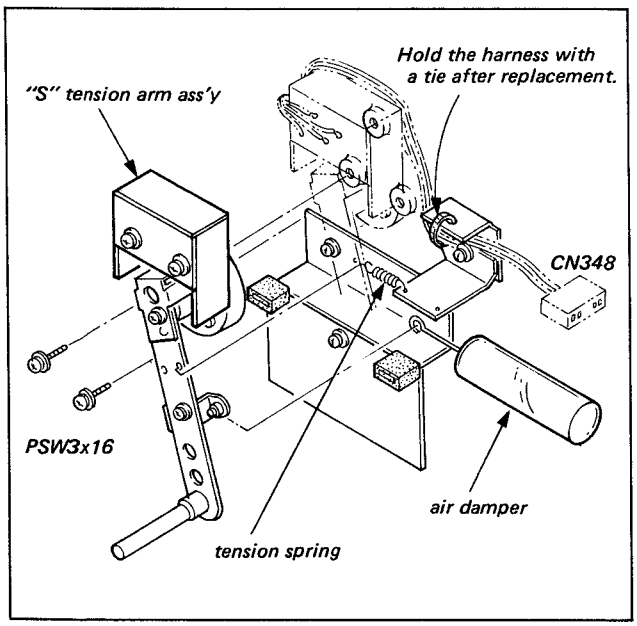

Fig. 5-7.
3. Install new "S" Tension Arm Ass'y, then hold the harness with tie as shown in Fig. 5-7.